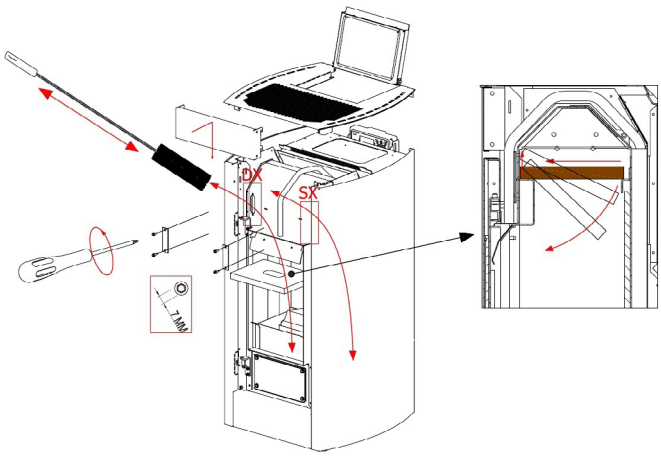

Fig. 77 - Reinigung
- Die obere Klappe abziehen (siehe **Fig. 77 auf S. 38**), eventuell vorhandene Asche absaugen und die Innenwände der Verbrennungskammer säubern.